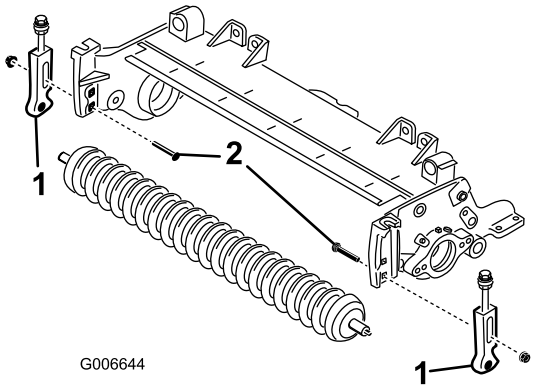

図 4
5. 刈高ブラケットをカッティングユニットのサイドプレートに固定しているキャリッジボルトを外す図 4。
7. カッティングユニットのサイドプレートから刈高ブラケットと前ローラを取り外す図 4。